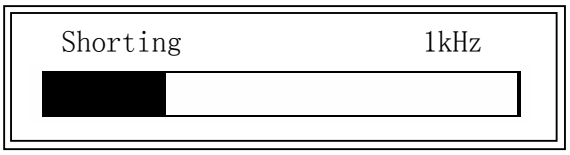

Figure 4-7. Short Correction Information
3) Press ShSWP. TH2817A will measure the short impedance (inductance and resistance) at all frequency points. Figure 4-7 shows the short correction information.